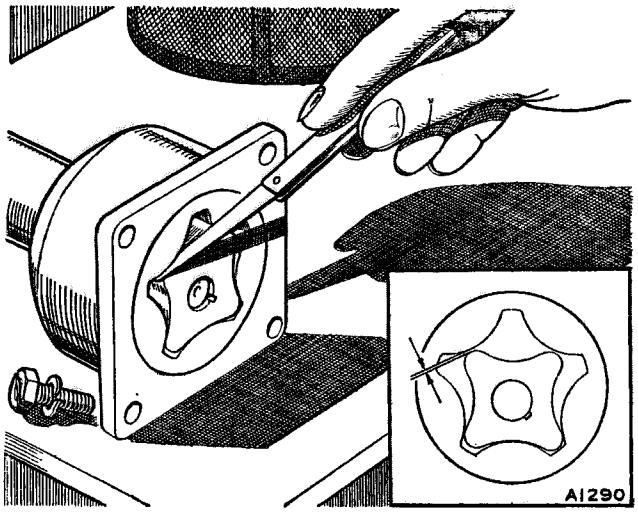

Fig. Aa.5
(1) Install the rotors in the pump body, place a straight-edge across the joint face of the pump body, and measure the clearance between the top face of the rotors and the under side of the straight-edge. The clearance should not exceed ·005 in. (·127 mm.). In cases where the clearance is excessive this may be remedied by careful lapping of the pump body face.
(2) With the rotors installed in the pump body measure the clearance between the rotor lobes when they are in the position shown in Fig. Aa.5. If the clearance exceeds ·006 in. (·152 mm.) the rotors should be renewed.